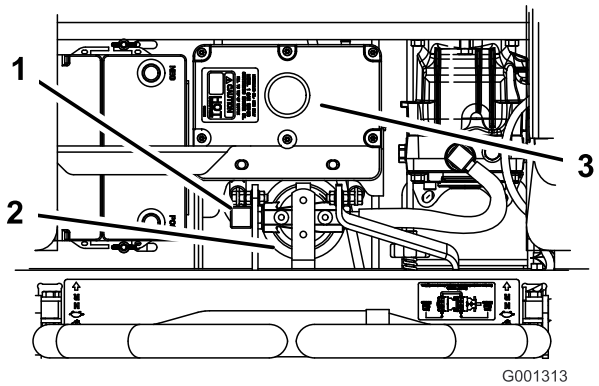

Figur 67
4. Fjern den høyre hydraulikkslangen som kommer inn i adapteren (Figur 67).
6. Monter den høyre hydraulikkslangen på adapteren (Figur 67).